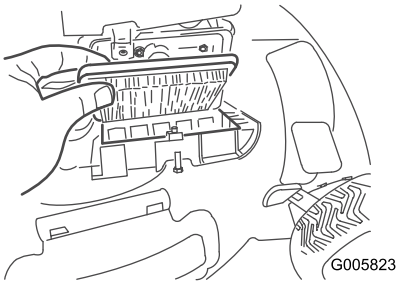

Figur 20
2. Udskift luftfilteret (Figur 20).